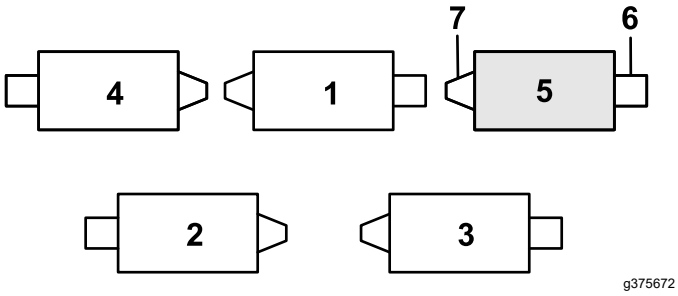

Figuur 11
1. Zit de borgpen in de achterste opening van de stang van de compensatieveer, verwijder deze dan en steek ze in de opening naast de beugel (Figuur 11).